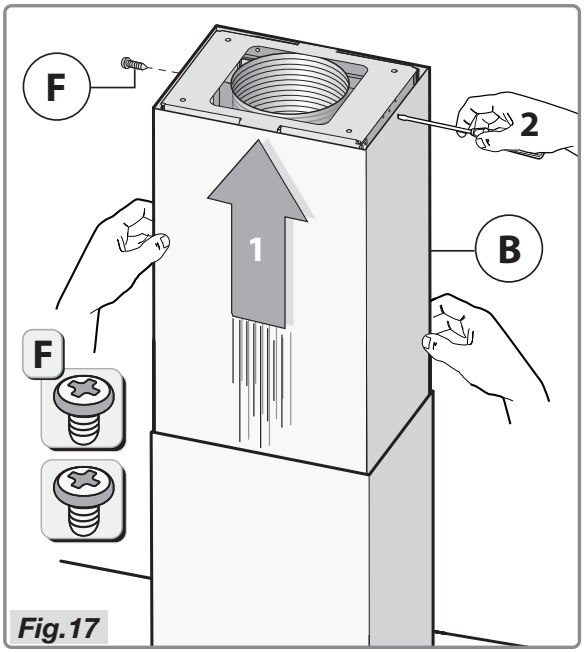

Fig.17
- Connect the top chimney **B** to the structure using the two screws **F** (Fig.17).